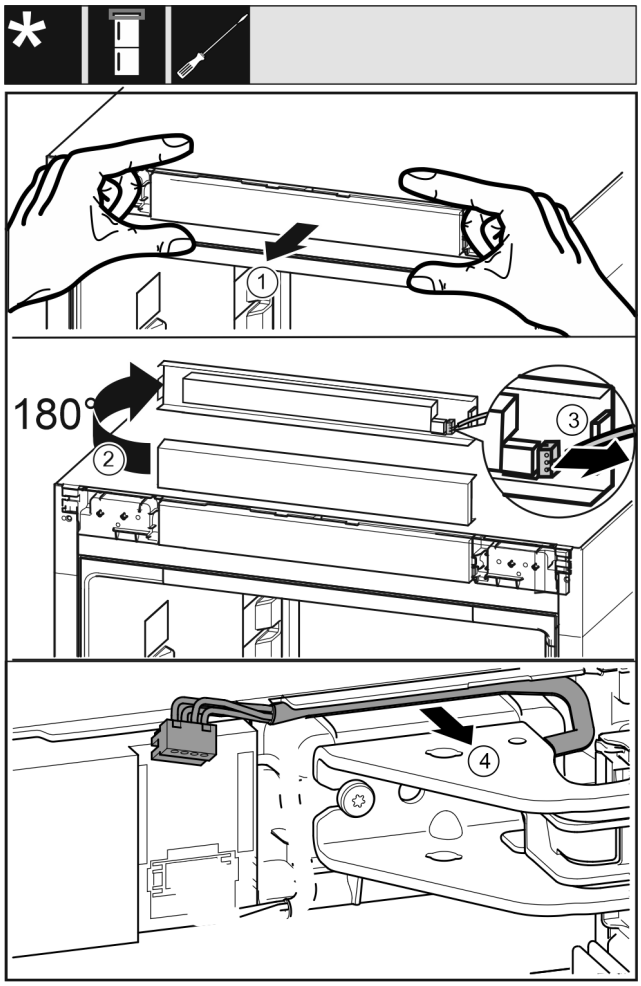

Fig. 23
- ▶ Bedienblende *Fig. 23 (1)* vorsichtig nach vorne lösen.
- ▶ Bedienblende *Fig. 23 (2)* nach oben um 180° drehen.
- ▶ Rastnase *Fig. 23 (3)* nach hinten drücken und den Stecker vorsichtig herausziehen.
- ▶ Kabel *Fig. 23 (4)* über Lagerbock vorsichtig aus der Führung lösen.